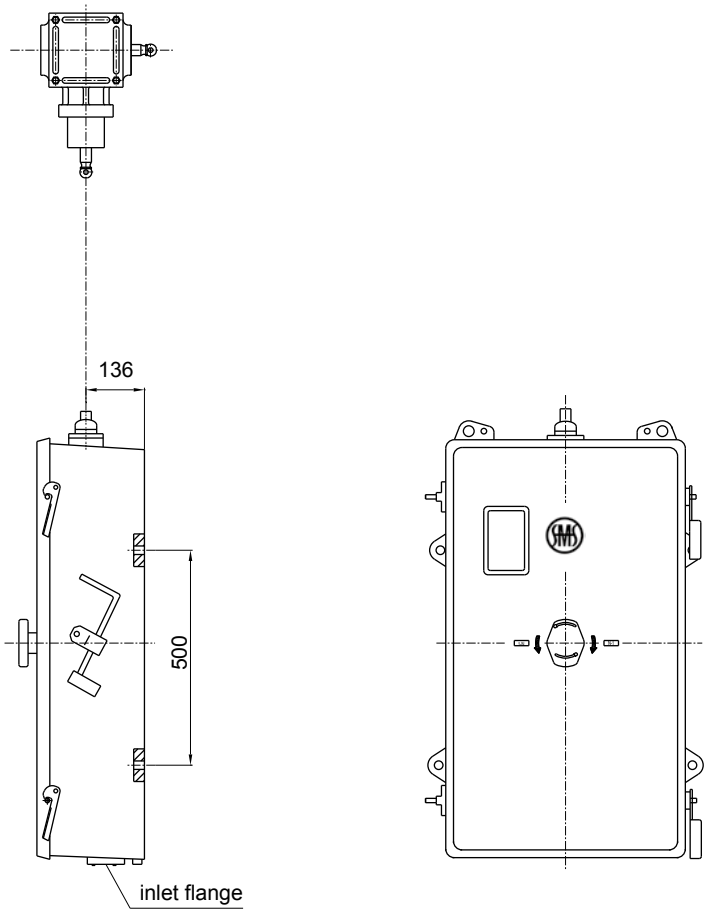

Fig. 6 Montage
5.2 Montage de l'arbre d'entraînement et du renvoi d'angle (fig.6)